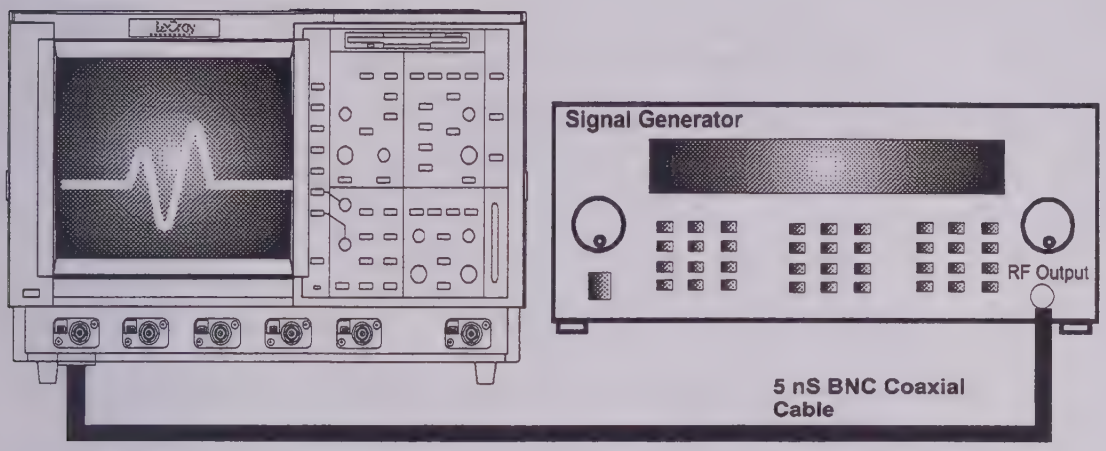

Figure 5-9 : 50Ω Bandwidth Equipment Setup
- Connect the test equipment as shown in Figure 5-9.
- When **sdev(1) = 140 mV,** record Freq(1) in Table 16.